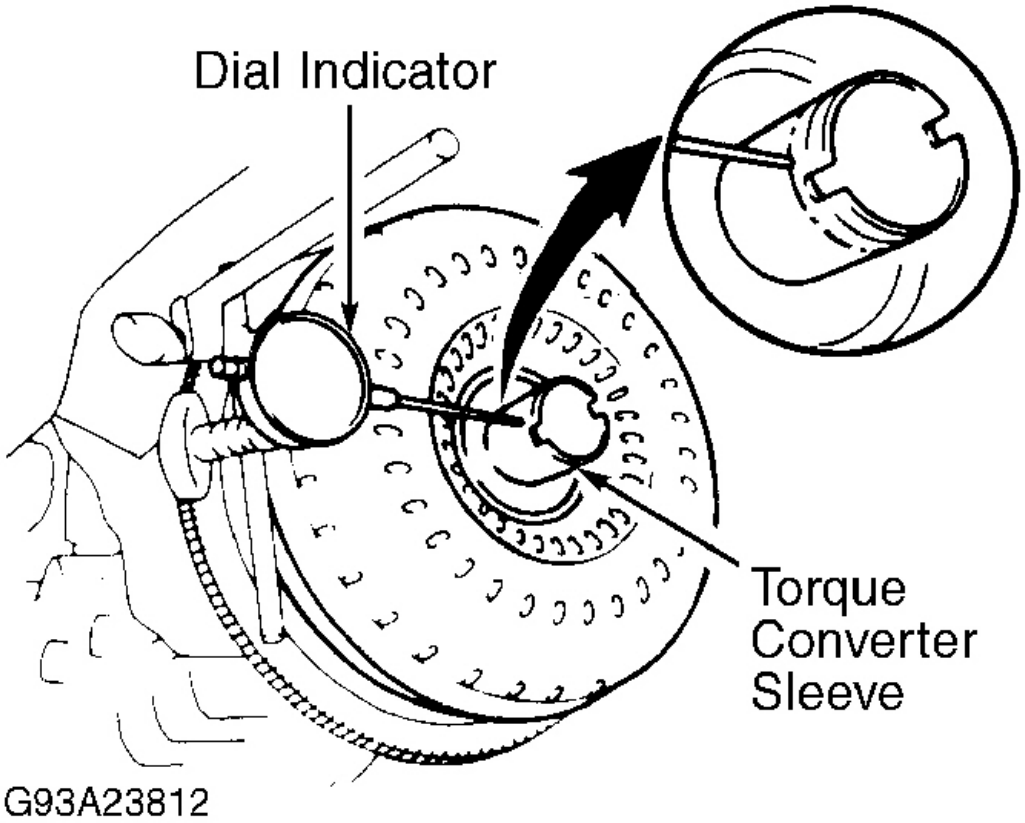

Fig. 4: Checking Torque Converter Sleeve Runout
1. Temporarily mount torque converter to drive plate. Mount a dial indicator with needle resting on converter sleeve. See **Fig. 4**. Rotate converter. If runout exceeds .012" (.30 mm), ensure converter is properly mounted to drive plate.